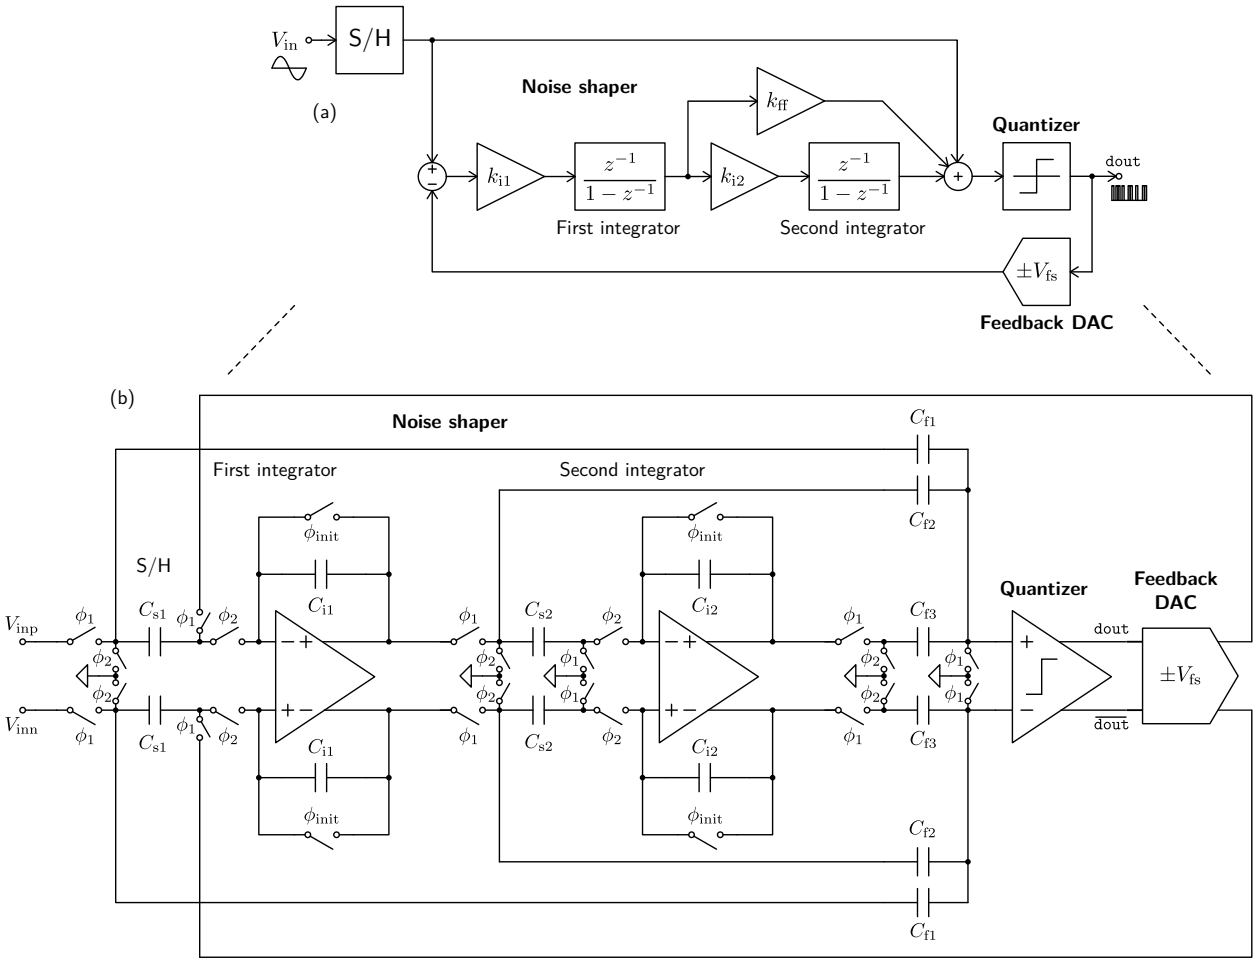
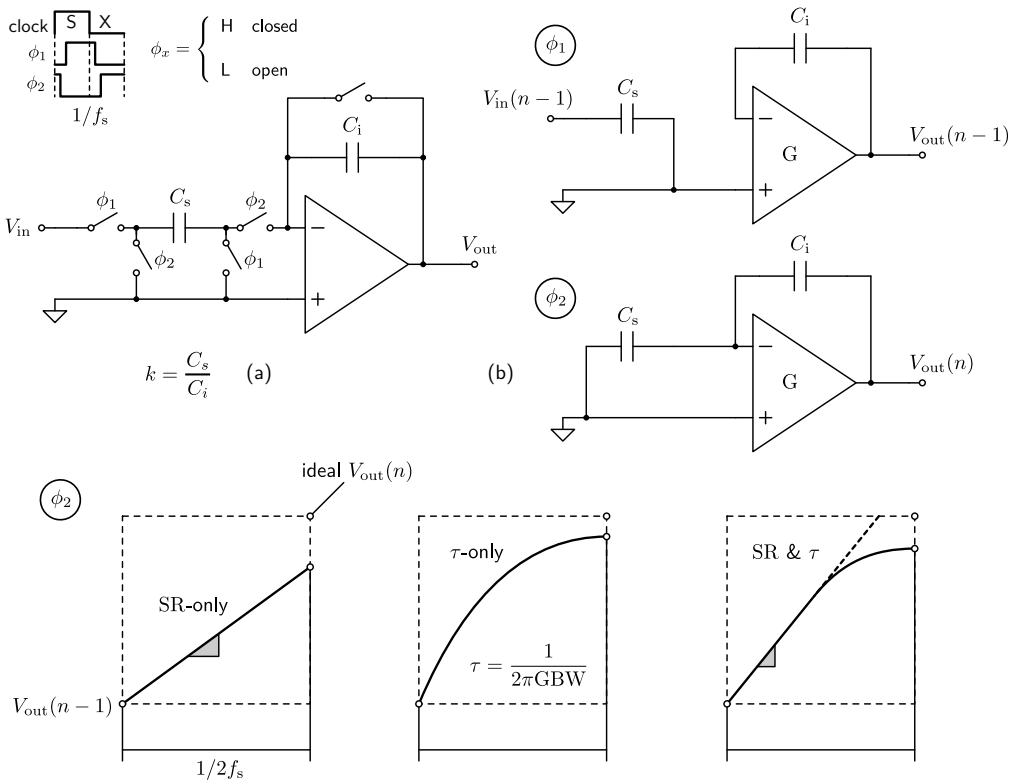
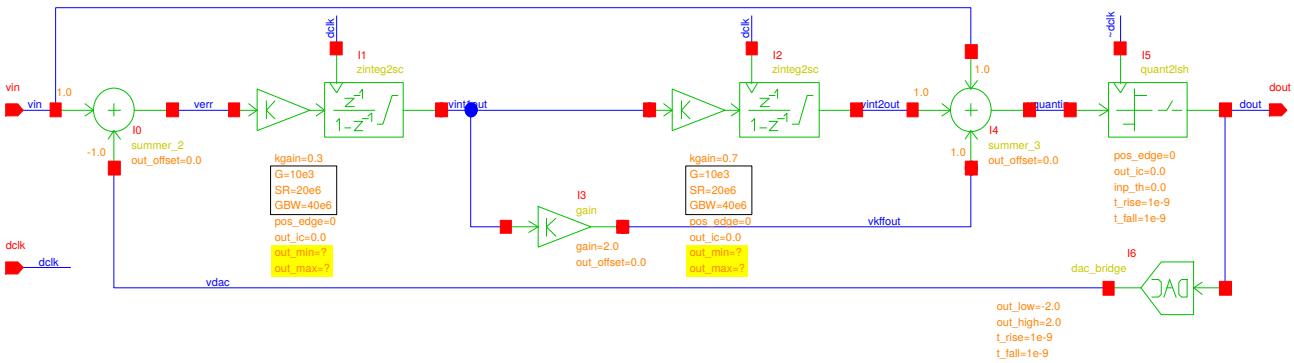

Figure 16 | $\Delta\Sigma$M Z-domain architecture (a) and fully-differential SC circuit implementation proposal (b).
Figure 17 | Single-ended circuit (a) and operation (b) of the SC integrators of Fig. 16(b).
Figure 18 | Glade cell view `ExampleLib`→`dsm_sc`→`schematic` for the ΔΣM SC model of Fig. 16(b). Block parameters to be set are highlighted in yellow.
In these lab exercises, the above strategy is applied to the SC circuit implementation of the $\Delta\Sigma$M proposed in Fig. 16(b). In particular, the specifications required for the two OpAmp blocks of the Z-domain integrators will be found before designing them at transistor level.
In order to study the impact of these OpAmp blocks on the overall $\Delta\Sigma$M performance, a black-box description is chosen based on the following circuit-level parameters: open loop gain (G), slew-rate (SR) and gain bandwidth product (GBW). Such an OpAmp functional model allows us to study its effects on the SC integrators through the mathematical analysis of in Fig. 17. Once completed, the new $\Delta\Sigma$M model of Fig. 18 can be developed to include OpAmp circuit non-idealities without requiring to simulate the full SC of Fig. 16(b).
Q10. **Analyze** the operation of the SC circuits in Fig. 17 in order to obtain the general expressions of the Z-domain integrator output $V_{out}(n)$ as a function of $V_{in}(n-1)$, $V_{out}(n-1)$, k and the OpAmp parameters G, SR and GBW.